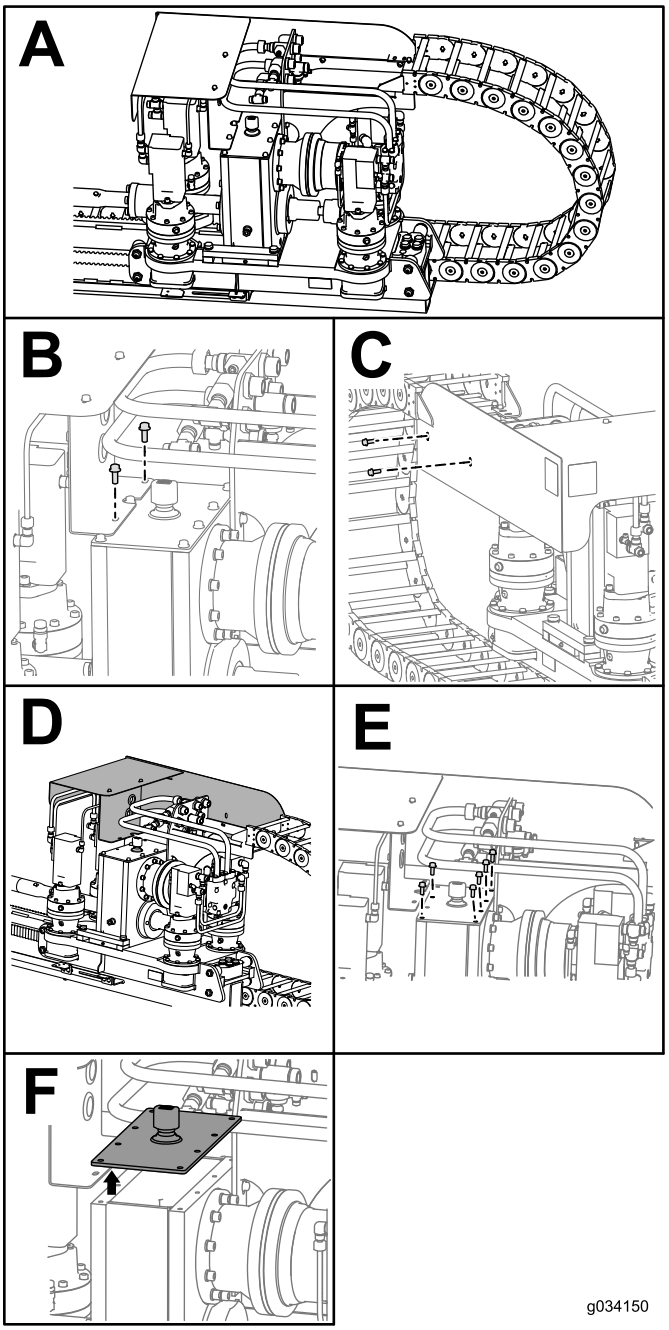

Figure 137
3. Remove the 2 bolts and nuts on the carriage guard (Box B of Figure 137).
4. Remove the 2 bolts and nuts on the side of the carriage guard (Box C of Figure 137).
5. Slide the carriage guard forward (Box D of Figure 137).
6. Remove the 6 bolts on the gearbox (Box E of Figure 137).
7. Remove the cover on the gearbox and syphon the oil out (Box F of Figure 137).
11. Slide the cover back onto the gearbox and loosely install the 6 bolts (Box E of Figure 137).
12. Place the carriage guard back into place and loosely install the 2 bolts (Box C of Figure 137).
13. Install the 2 bolts securing the carriage guard onto the gearbox (Box B of Figure 137).